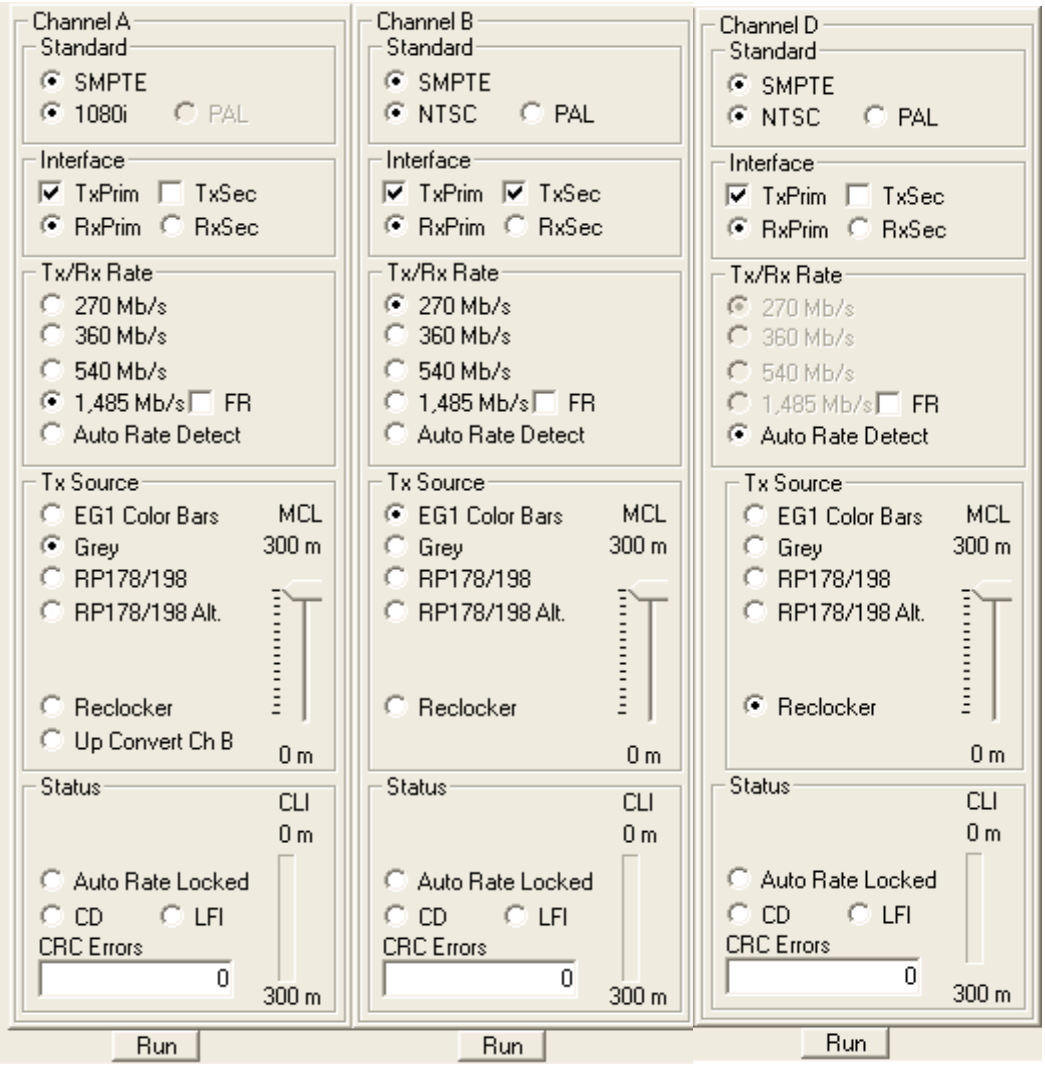

Figure 6-11. GUI Setting for Sample Test 4: Step 6
5. Configure channel A to generate the grey pattern in HD format at 1485 Mb/s and channel B to generate the EG1 color bars in SD format at 270 Mb/s. For channel D, select TxPrim and RxPrim with Auto Rate Detect and Reclocker enabled. See *Figure 6-11*.